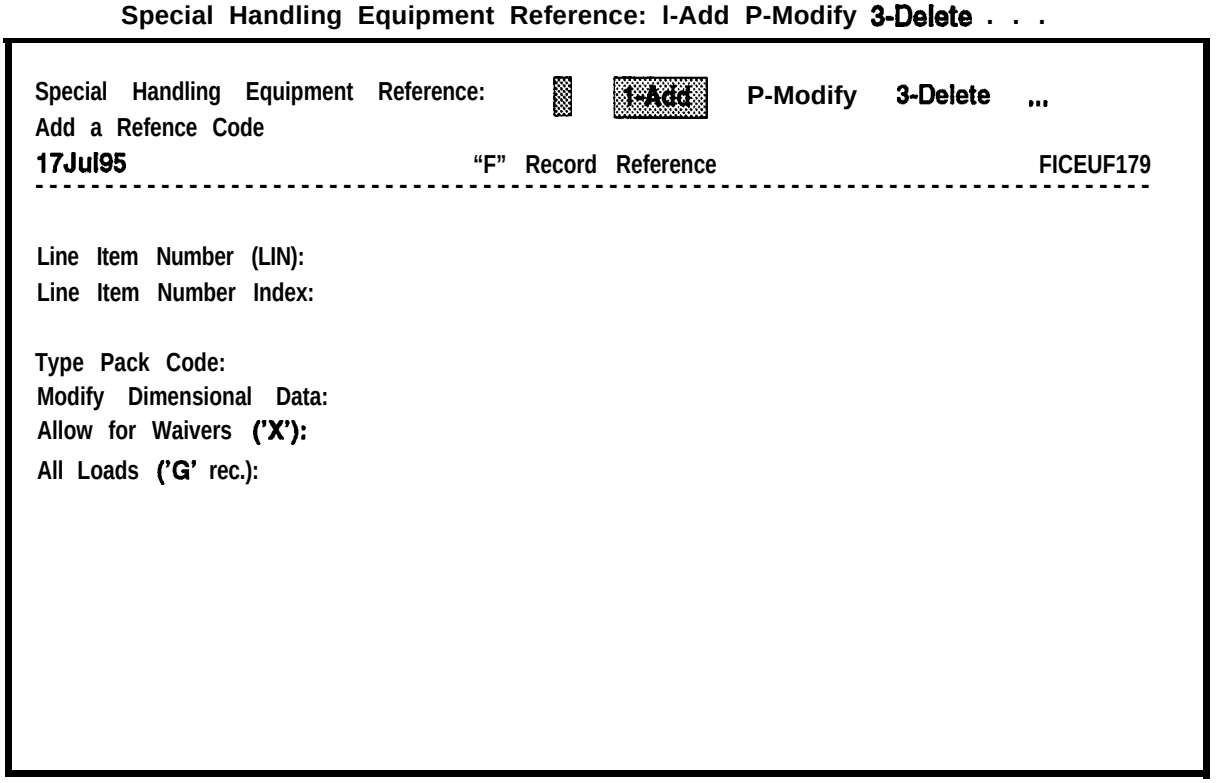

Figure 6-45. "F" Record Reference Screen
d. Select **"F" Record Reference** from the Reference Tables menu. The **"F"** Record Reference screen will be displayed as shown in Figure 6-45, with the Special Handling Equipment Reference: ring menu displayed at the top.